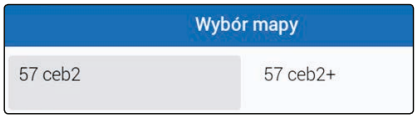

Rys. 248
- Wybrać mapę wśród tych proponowanych w spisie (Rys. 248).